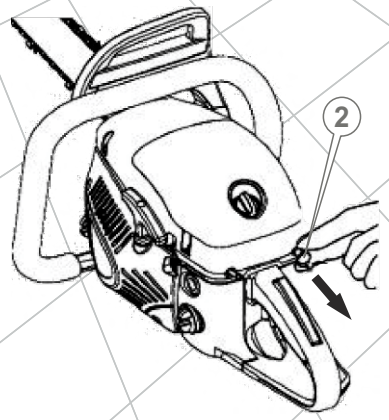

Рис. 16
7. Потяните до упора ручку воздушной заслонки карбюратора (2) в направлении стрелки (см. рис. 16). При этом закроется воздушная заслонка карбюратора.